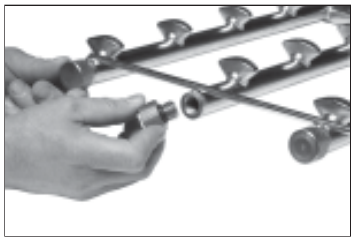

**Figure 7-**
3. Remove the spray pipes (Figs. 4-6) Remove the end cap from each spray pipe (Fig. 7). Flush the pipes and nozzles until clean.